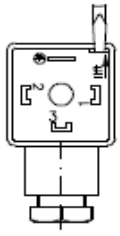

Abb. 6
- Öffnen Sie das Innenteil (Pos. 8) der Leitungsdose (Pos. 2) mit einem Schraubendreher oder einem ähnlichen Werkzeug (Abb. 6).